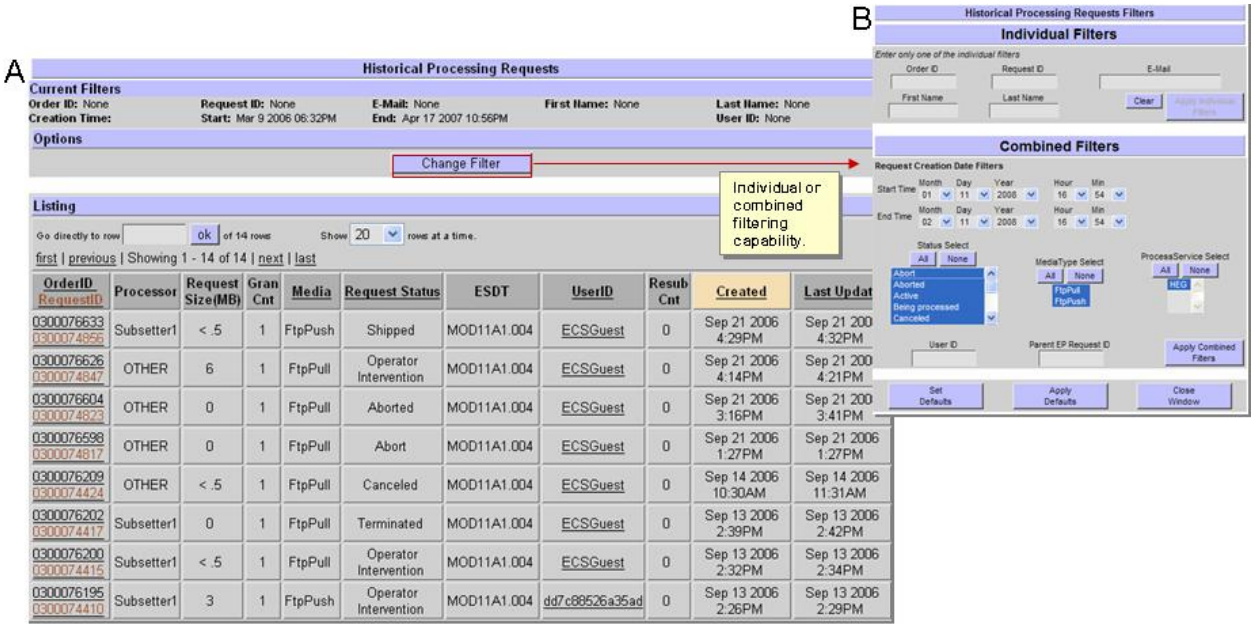

Figure 15.8-3. Historical Processing Requests Page (A) and Filter (B)
The **Historical Processing Requests** page (Figure 15.8-3, Frame A) provides the full-capability or limited capability operator the tool to identify the archived external processing requests, by filtering (Figure 15.8-3, Frame B), archived processing requests information on the OM GUI. The Operator can filter any specific external processing services or HEG through the historical processing services request filter.
- The **Historical Processing Requests** page (Figure 15.8-3, Frame A) displays**.**
- The **Historical Processing Requests Filters** window (Figure 15.8-3, Frame B) displays.